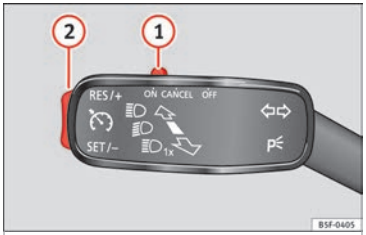

Fig. 40 Turn signal and main beam headlight lever: switches and controls for operating the CCS
- Switching on the CCS: Move switch ››› Fig. 40 (1) to **ON**. The system is on. If no speed has been programmed, the system will not control it.
- Activating the CCS: Press button ››› Fig. 40 (2) in the **SET/–** area. The current speed is memorised and controlled.
- Temporarily switching off the CCS: Move switch ››› Fig. 40 (1) to **CANCEL** or push the brake. The cruise control system is switched off temporarily.
- Reactivating the CCS: Press button ››› Fig. 40 (2) in **RES/+**. The memorised speed is saved and controlled again.
- Increasing stored speed during CCS regulation: press button (2) in **RES/+**. The vehicle accelerates until the new stored speed.
- Reducing stored speed during CCS regulation: press button (2) in **SET/–** to lower the speed by 1 km/h (1 mph). Speed is reduced until reaching the new stored speed.
- Switching off the CCS: Move switch ››› Fig. 40 (1) to **OFF**. The system is disconnected and the memorised speed is deleted.